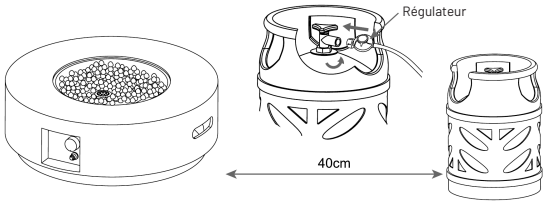

Figure 4
7. Raccordez le régulateur à la bouteille de gaz, vissez dans le sens inverse des aiguilles d'une montre et serrez fermement (voir Figure 4).